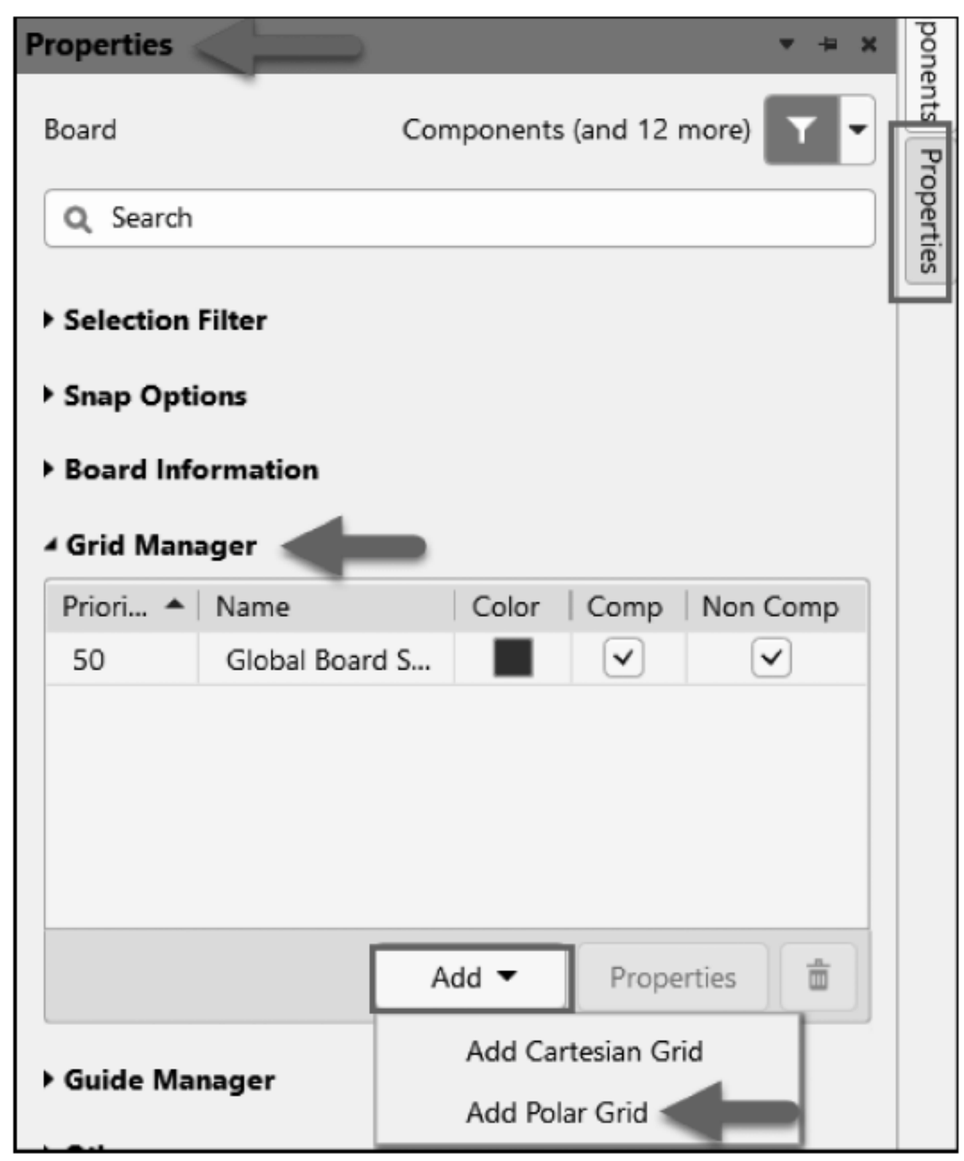

图 1-245　Add Polar Grid(添加极坐标网格)
(1) 打开 Altium Designer 19 的 PCB 编辑器，在 Properties 面板中找到 Grid Manager(栅格管理器)选项，单击 Add 按钮，执行“Add Polar Grid(添加极坐标网格)”命令，如图 1-245 所示。